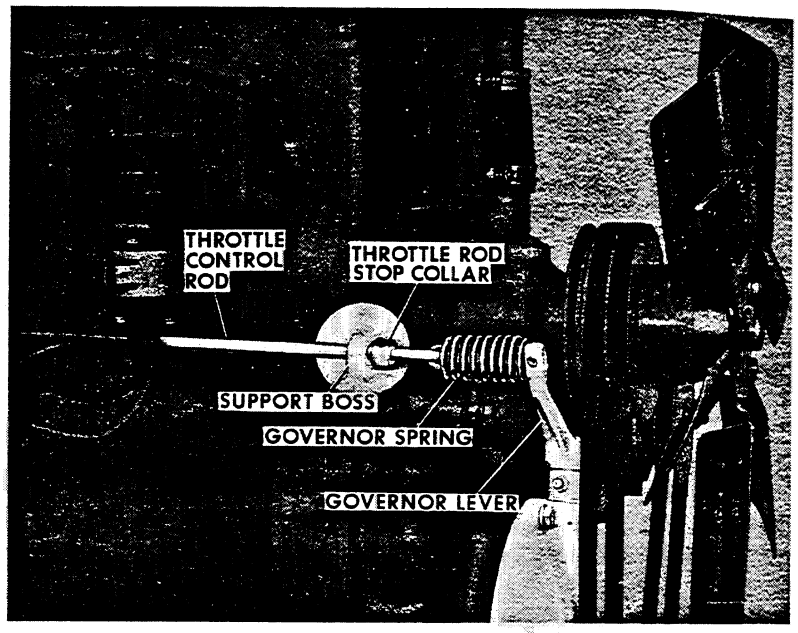

Figure 4M-4
1. Loosen the front throttle rod stop collar, Figure 4M-4, and move the throttle control rod forward or rearward until the No Load (High) Idle Speed is obtained on the tachometer for your particular engine.
2. Lock the set screw so the stop collar, is against the support boss on the engine, Figure 4M-4.